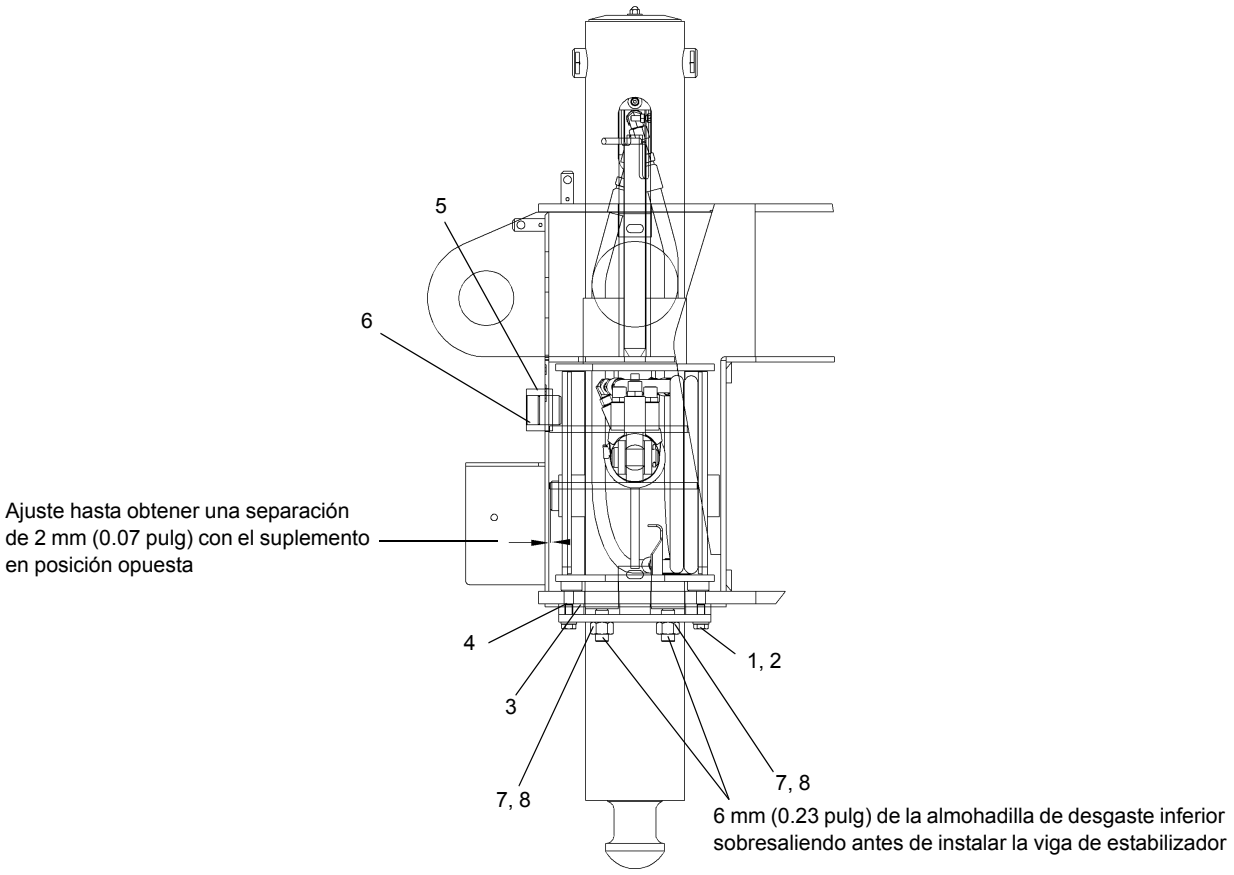

FIGURA 8-32
3. Instale las almohadillas de desgaste inferiores dejando que salgan aproximadamente 6 mm (0.23 pulg). Esto evitará que las placas laterales de la viga toquen la parte inferior de la caja (Figura 8-32).
NOTA: Cuando ajuste las almohadillas de desgaste, consulte Ajuste de almohadillas de desgaste (Figura 8-32).